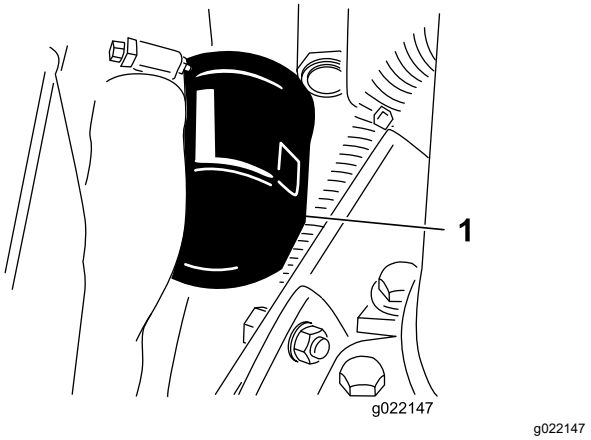

Figuur 56
2. Verwijder het oliefilter (Figuur 56).